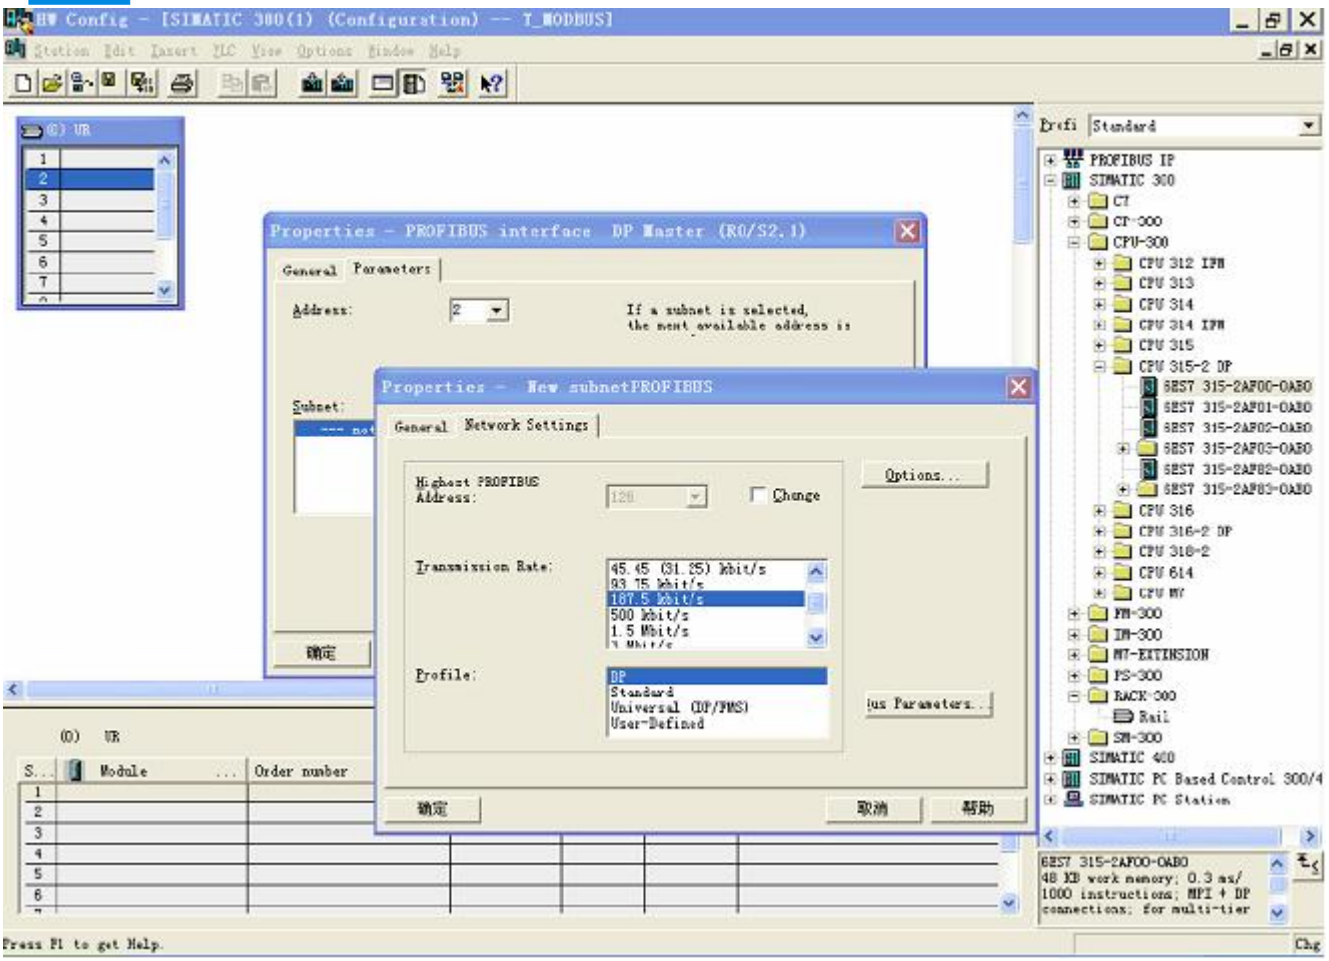

图 10
3. 创建 Profibus-DP 网络，设置 Profibus-DP：New->Network settings，选择 DP，选择一个波特率如 187.5Kbps，然后“OK”，双击它；如图 10：